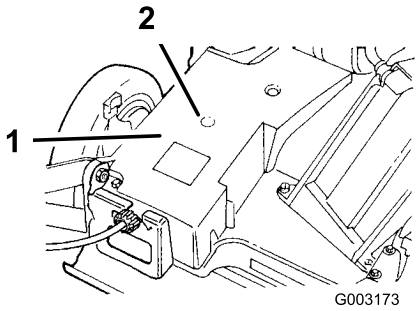

Figuur 21
2. Plaats de smeerspuit op de smeernippel via de opening van de drijfriemkap (Figuur 21).